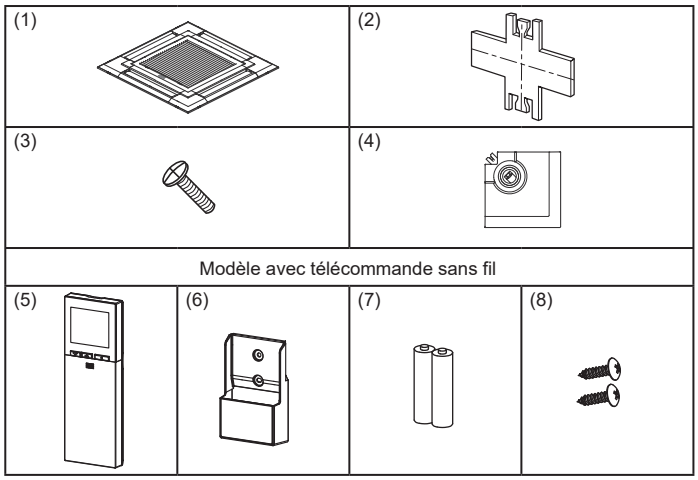

Fig. 9-1
9.1. Vérification du contenu (Fig. 9-1)